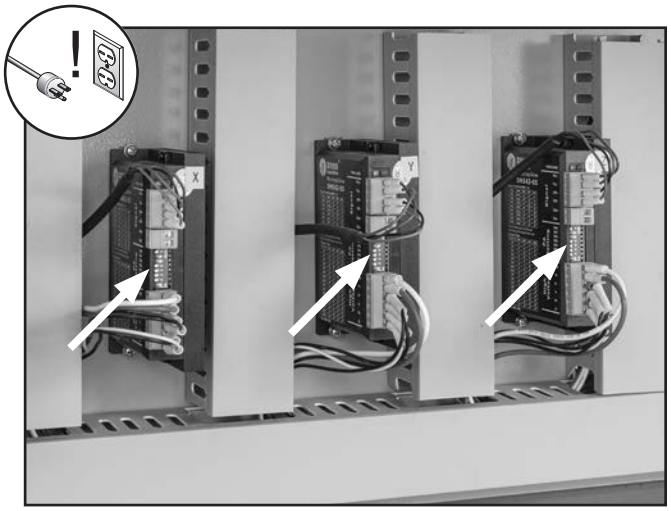

Figure 47. Example of stepper driver DIP switch locations.
2. Open electrical cabinet and locate (3) stepper driver DIP switches (see **Figure 47**).